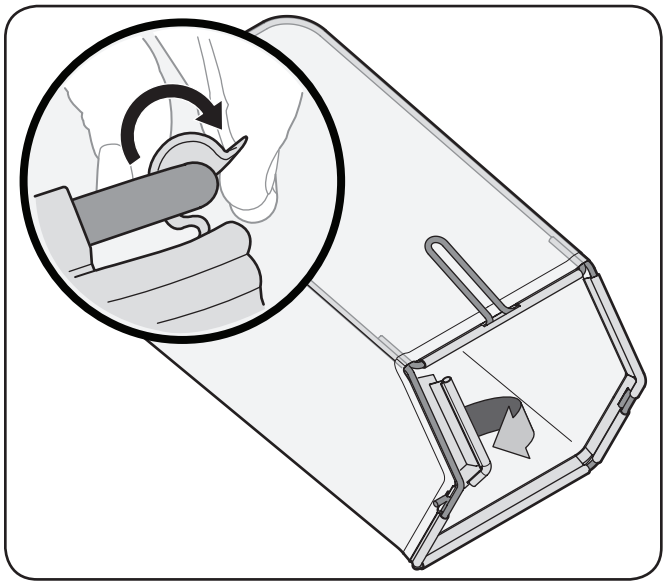

Figure 3-7
b. Slip plastic channel of grass bag over hooks on the frame. See Figure 3-7.